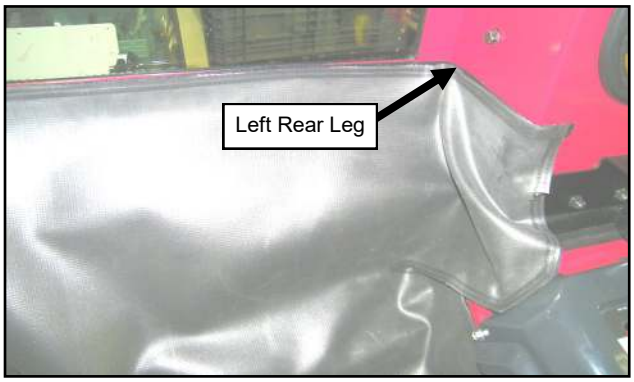

Fig. 24.3a (Install Under Seat Filler)
24.3 The back of the filler goes across the bottom of the lower rear panel. See Figures 24.3a and 24.3b. There are notches on the filler that correspond to the rear leg to side frame mounting hardware.